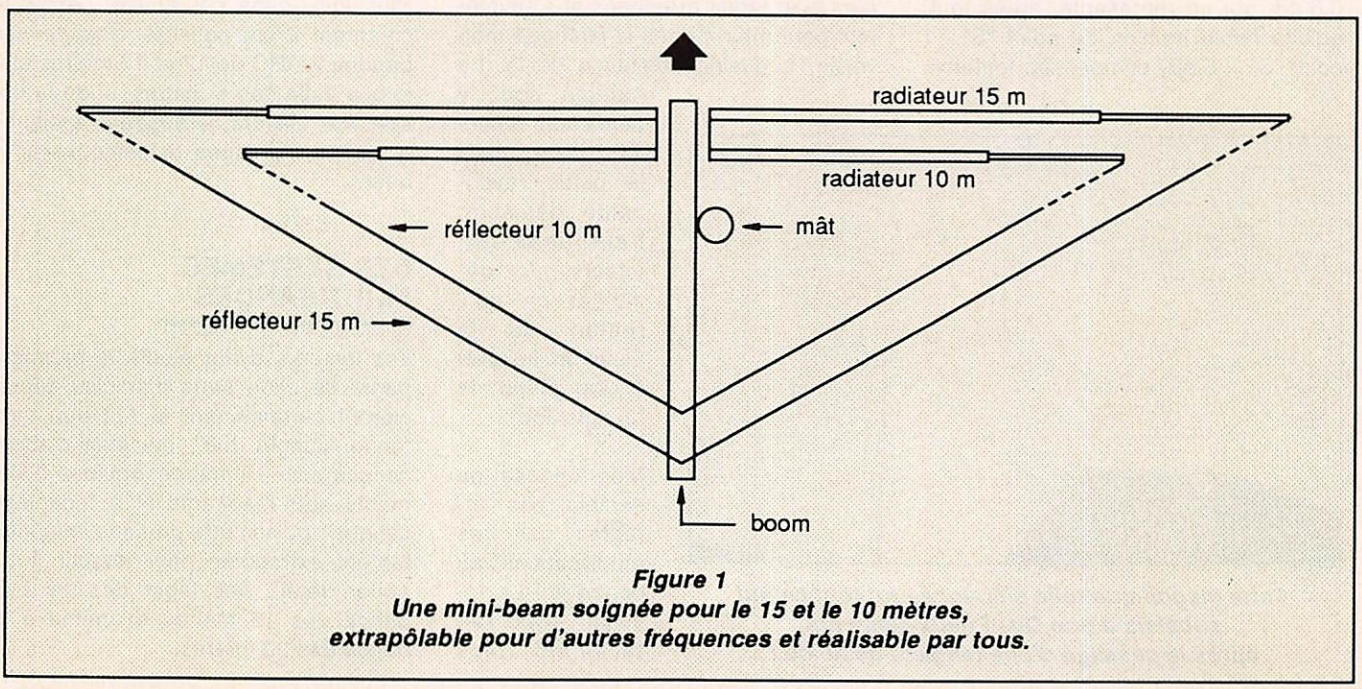

Figure 1
(1) Pour un aérien à **deux** bandes, fonctionnant en 10/15 mètres, l'utilisation de dipôles en parallèle réalisés en tubes de dural et associés à une paire de réflecteurs filaires en "V" montés sur un boom de 3 mètres constituerait une bonne solution. Si on le souhaite, une partie rayonnante et un réflecteur filaire sont faciles à ajouter pour travailler dans la bande des 6 mètres ; cela n'implique qu'une faible augmentation de coût et de poids pour obtenir un aérien rotatif d'un bon aspect visuel et couvrant les bandes 6/10/15 mètres (voir **figure 1**).